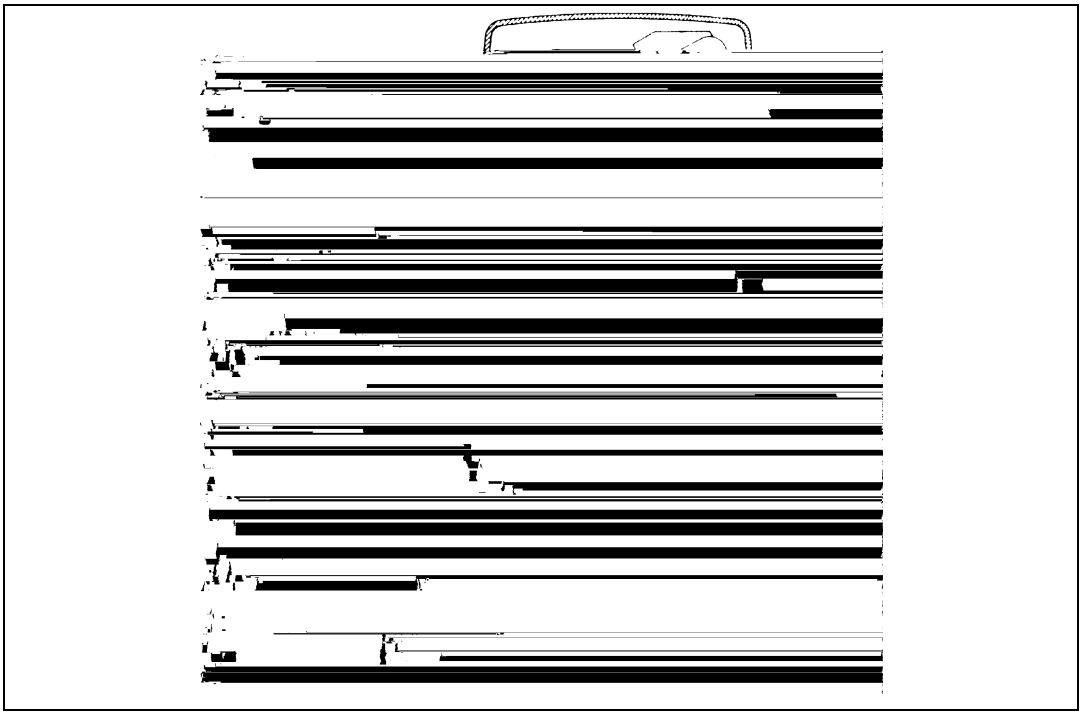

Figure 4: Service Position
1. position. *See Figure 4, page 10*.
- Same as *Figure 4, page 10* with standard piston (white end plug) or filter piston (black end plug).